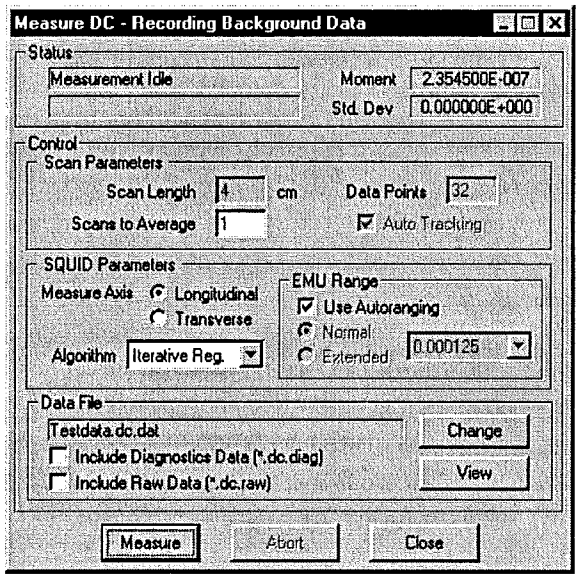

Figure 2-6. **Measure DC** Dialog Box Indicating That Background Data Recording Is Enabled
6. Select the **Set** button to enable (or disable) background data collection. If background data collection is enabled, subsequent DC or RSO measurements are performed at the specified center position and with the specified measurement parameters. The measurement also generates a background subtraction data file that has the same base name as the measurement data file but uses the `.bkd` file extension—for example, `basename.dc.bkd` or `basename.rso.bkd`. The immediate-mode measurement dialogs indicate that background data is being recorded (figure 2-6), and you are unable to modify the measurement parameters that were specified in the **Record Background Data** dialog.